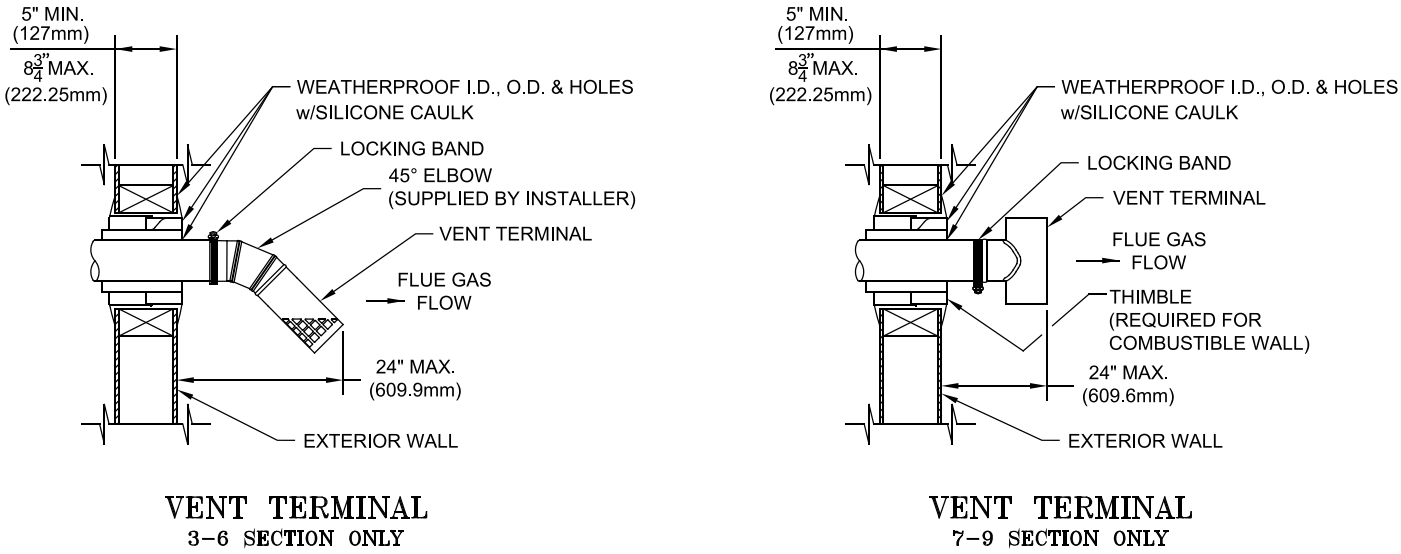

Figure 9: Horizontal Vent Terminal Installation [3" Vent (left view) or 4" Vent (right view)]
F. Optional Exterior Separate Horizontal Vent Terminal Mounting – See Figure 9.
c. Install maximum of seven (7) feet of AL29-4C® vent pipe. Refer to Sections C through E for proper procedures for joining vent pipe and fittings.
d. Install AL29-4C® 45° elbow to upper AL29-4C® 90° elbow so that leg of 45° is in down direction (see Figure 9).